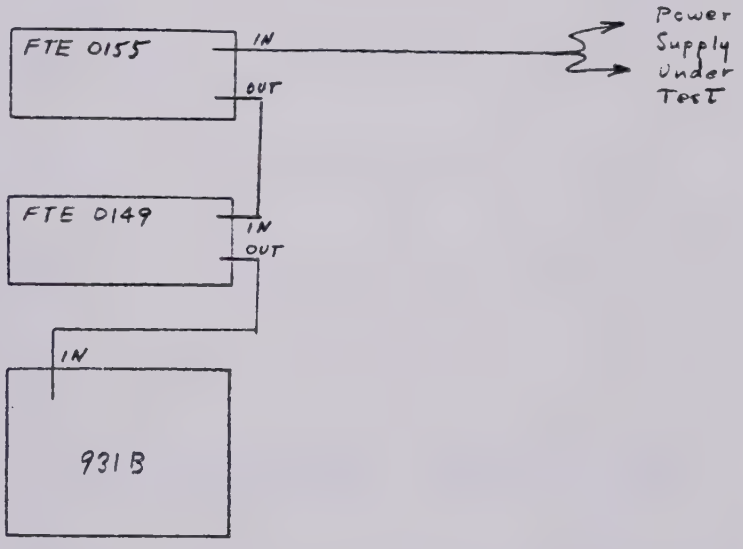

Figure 1 Ripple Measurement
3.1.2.5 Check ripple on all three supplies under normal instrument loading. Spec. 15uV rms as per Figure 1.